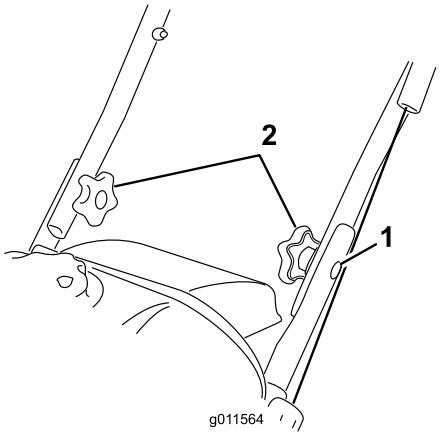

Figur 3
2. Sett inn ovalhodeboltene i de justerte hullene, med boltehodene på utsiden av håndtaket (Figur 3).
1. Ovalhodebolt (2)
3. Monter bueskivene og håndtaksknottene på ovalhodebolten på innsiden av håndtaket (Figur 3) og **stram knottene godt**.